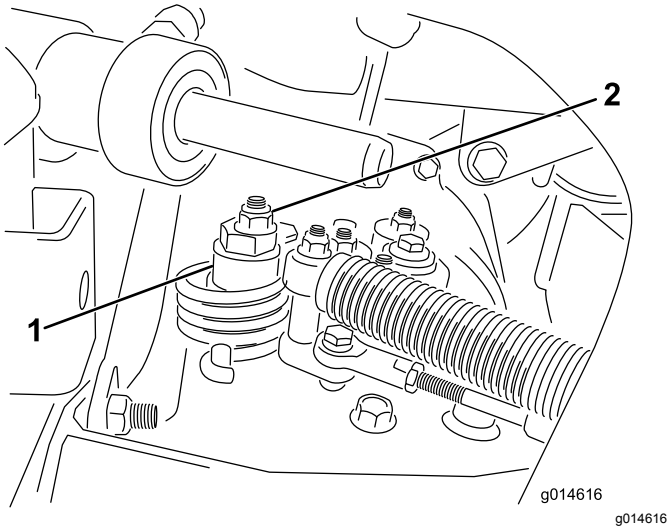

Figura 35
A. Liberte a porca que fixa o disco excêntrico ao cimo do hidróstato (Figura 35).
C. Rode o disco excêntrico até eliminar a deslocação em qualquer um dos sentidos. Quando a roda deixar de rodar, aperte a porca, bloqueando deste modo o disco excêntrico e fixando a posição de ajuste (Figura 35). Verifique se o ajuste é o adequado colocando o acelerador nas posições LENTO e RÁPIDO.